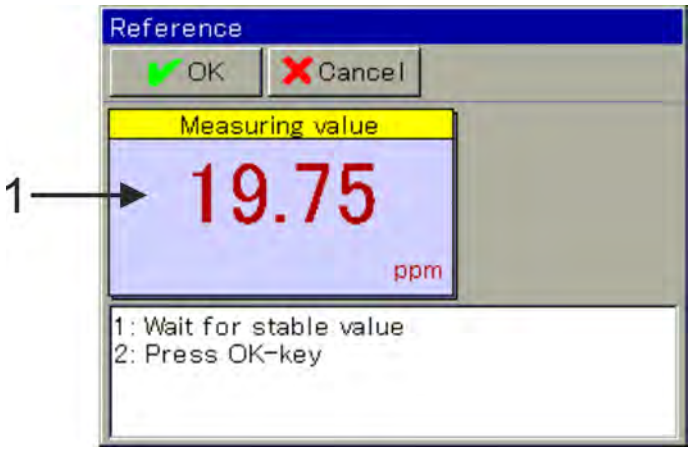

Fig. 82: Reading based on previous calibration values (1)
2. Clean the sensor and immerse it in the first test solution. Wait for a stable reading display, and confirm the measurement result with "OK" (See Fig. 82 .)